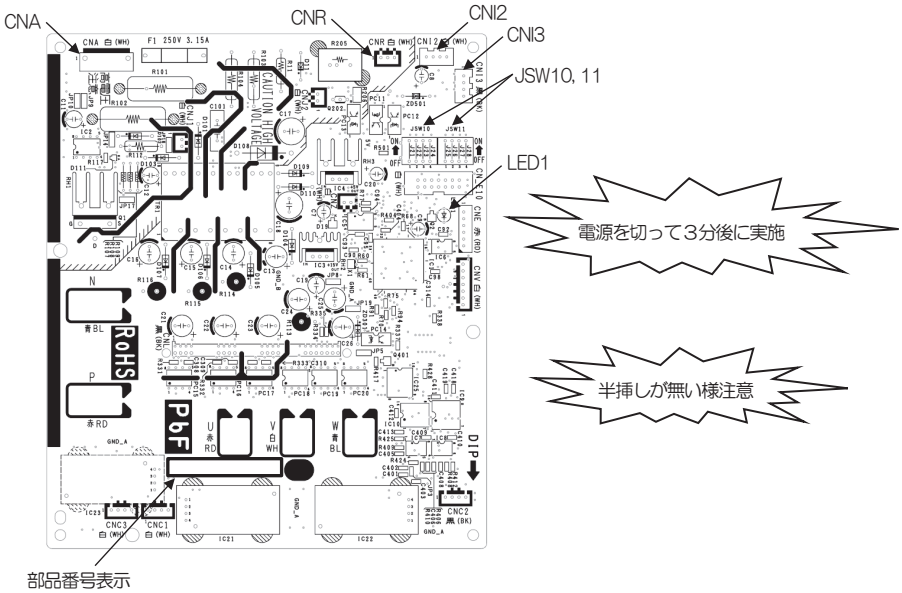

図1．対象基板（インバータ基板）の部品配置図
3) 制御基板のコネクタを外してください。（図1.部品配置図を参照してください。）